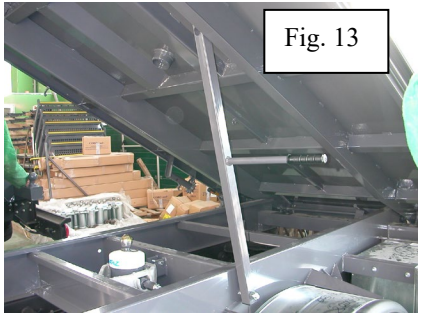

Fig. 13
- **Béquille de soutien de la benne soulevée (fig. 13) :** en cas d'opérations à exécuter sous la benne soulevée, toujours placer la béquille et n'opérer **QUE LORSQUE LA BENNE EST VIDE**.